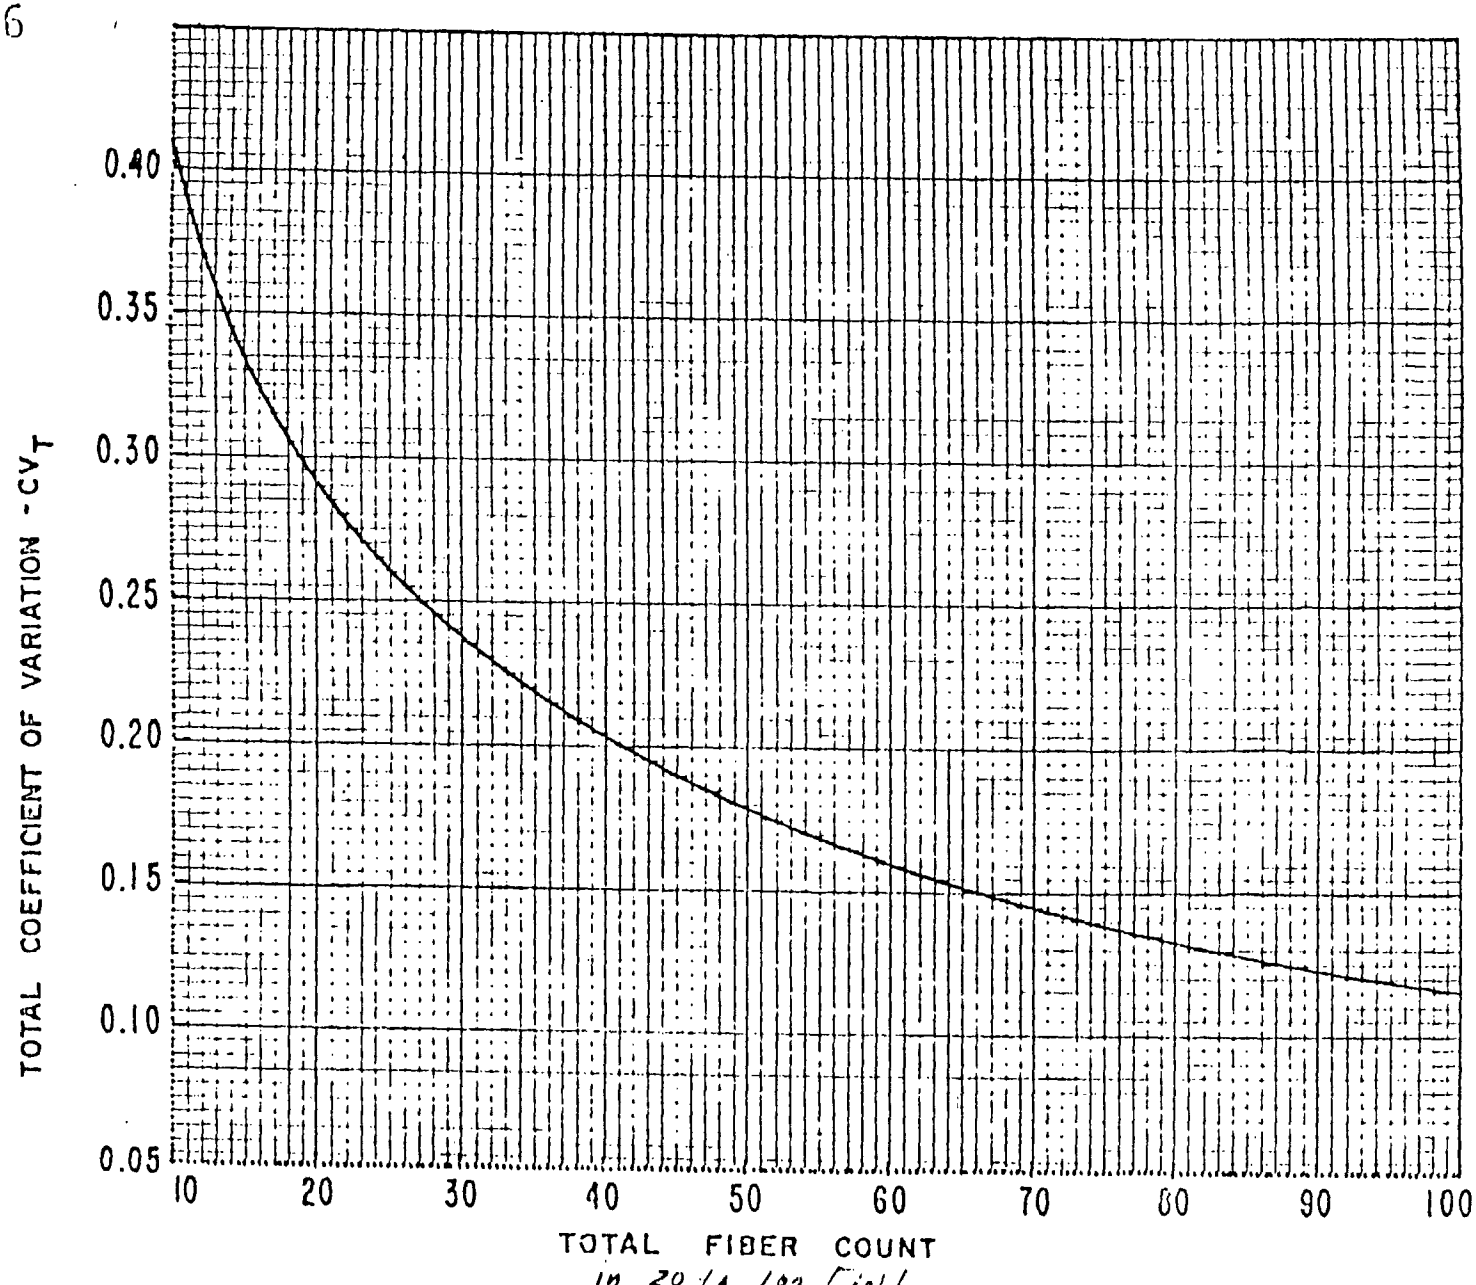

Figure 3 - Total coefficient of variation as a function of total fiber count (including pump error)
WHERE: (A) CV DETERMINED USING FIGURE 3